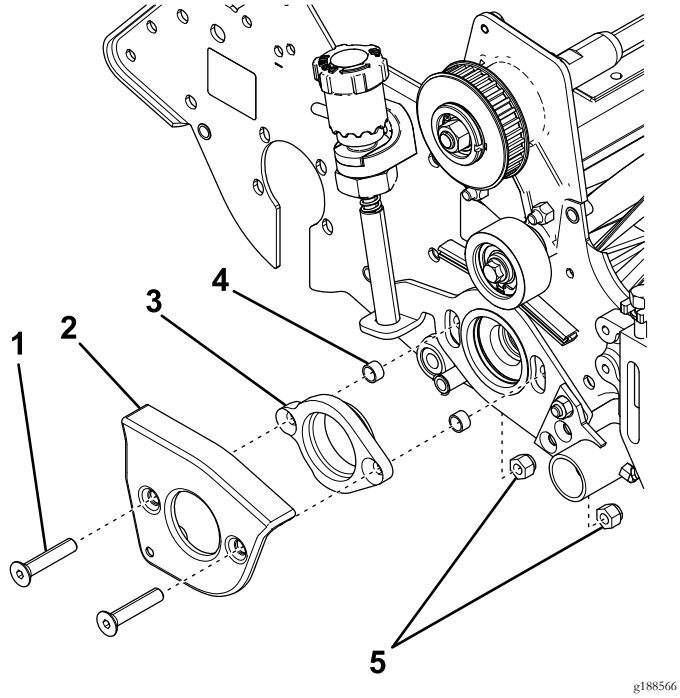

Figure 10
4. Retirez les vis à tête plate, les contre-écrous, le couvercle du bras du groomer et l'adaptateur de roulement de la plaque latérale (Figure 10).
5. Retirez les entretoises et mettez-les au rebut (Figure 10).